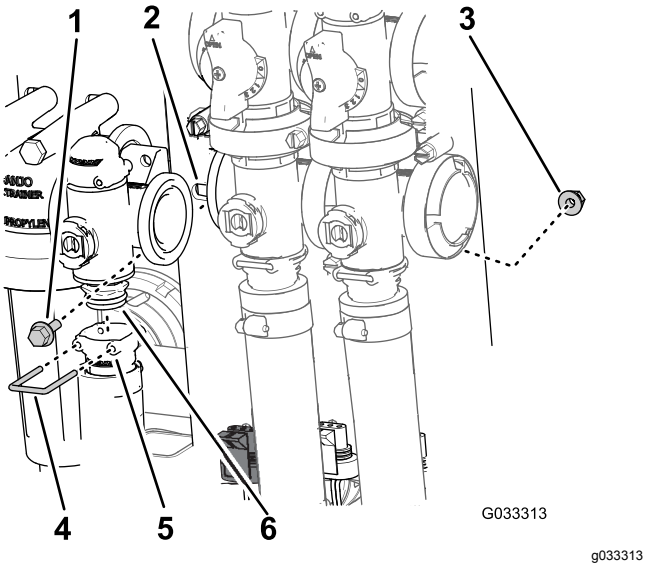

Figuur 63
2. Verwijder de borgclip waarmee de uitgaande fitting aan de verdelerklep voor de gebruiksdosis is bevestigd (Figuur 63).
3. Verwijder de 2 flenskopbouten en 2 flensborgmoeren waarmee de regelklep voor de gebruiksdosis is bevestigd aan de klepbevestiging en verwijder de verdeler uit de machine (Figuur 63).